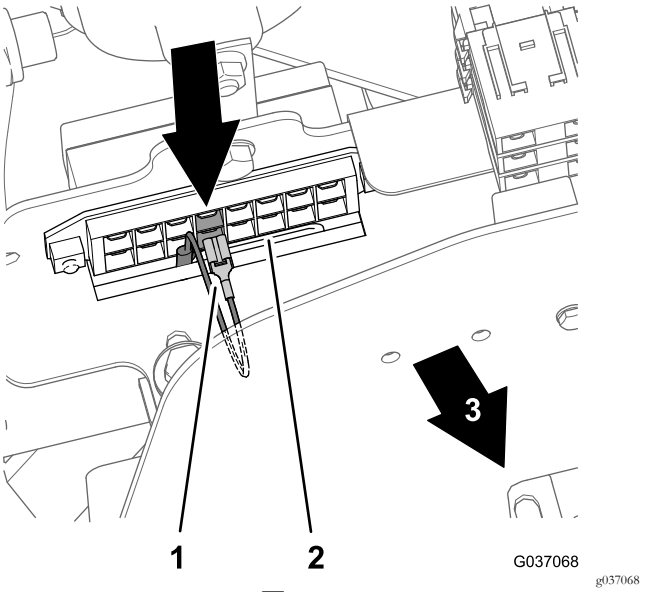

図 35
- モデル 30654、30657、30659左から 4 番目の位置図 35。